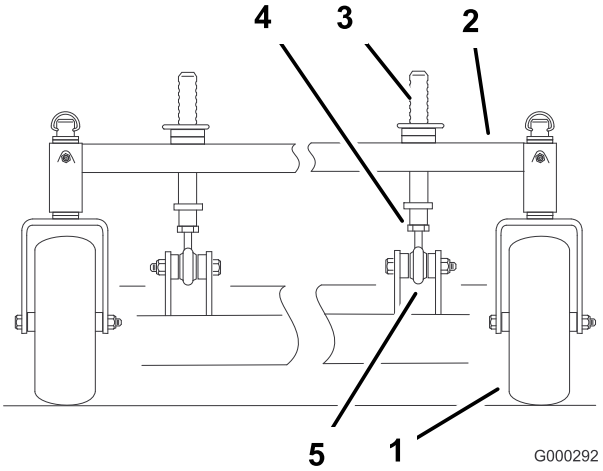

Figura 72
1. Para cambiar la inclinación longitudinal, pueden ajustarse los pilares delanteros de ajuste de altura de corte (Figura 72).
2. Para elevar la parte delantera de la carcasa, afloje la contratuerca y haga girar el pilar delantero en sentido horario (Figura 72).
3. Para bajar la parte delantera de la carcasa, afloje la contratuerca y haga girar el pilar delantero en sentido antihorario (Figura 72).
7. Apriete las contratuercas (Figura 72).